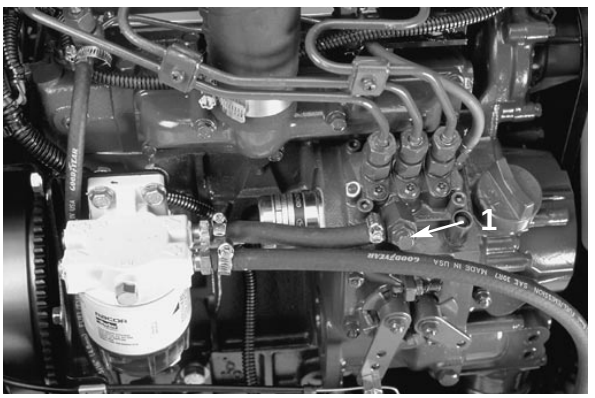

Figure 12
PURGE DU CIRCUIT D’ALIMENTATION (Fig. 12)
3. Desserrer la vis de purge sur la pompe d’injection (Fig. 12).